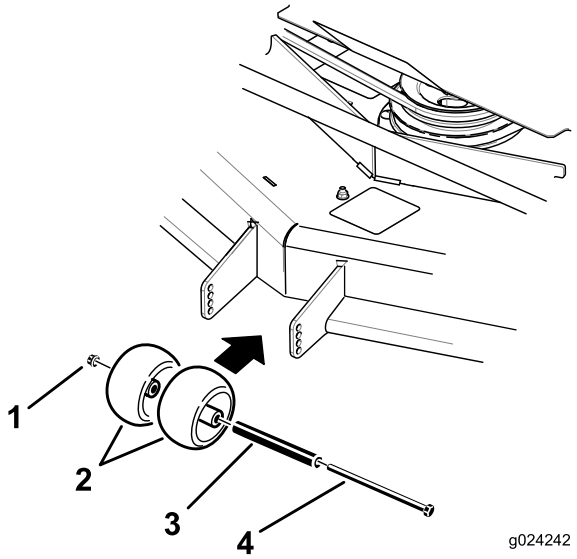
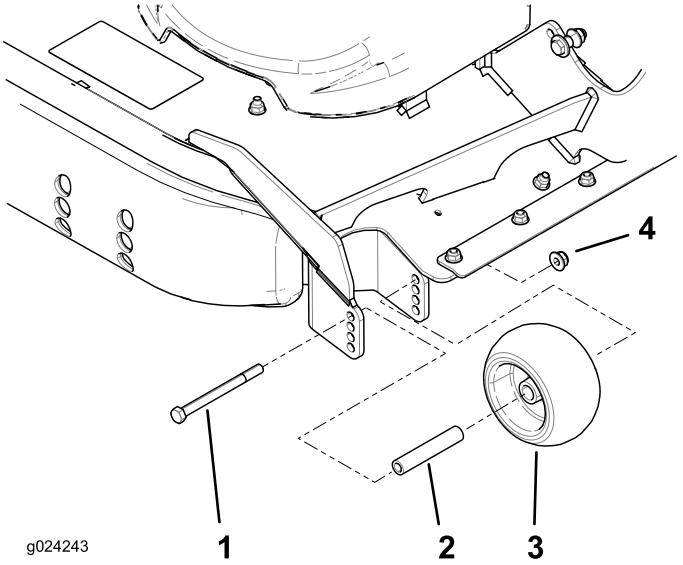

Figuur 28
Figuur 29
3. Stel de antiscalpeerrollen af zoals in Figuur 28 en Figuur 29 naargelang de maaihoogte-instelling die het dichtst in de buurt ligt.